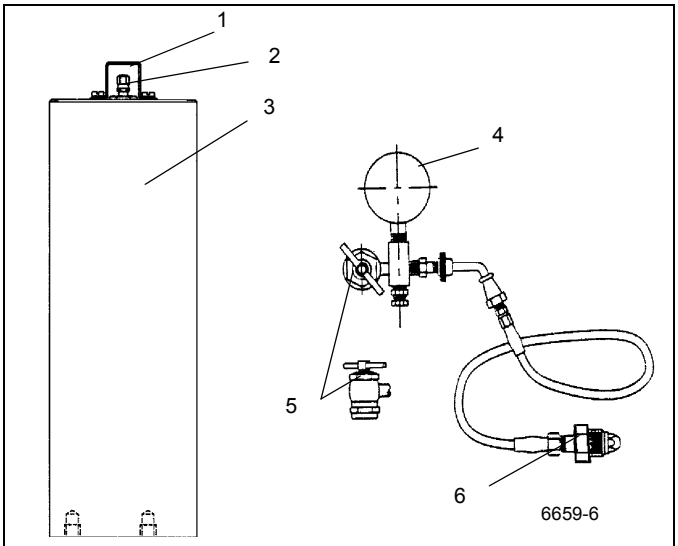

FIGURA 2-11
1. Com o motor desligado, descarte todo o óleo pressurizado armazenado nos acumuladores pressionando o pedal do freio de serviço no piso da cabine diversas vezes. Remova a proteção e a tampa da válvula de gás no acumulador Figura 2-11.
2. Antes de conectar o conjunto de carga de gás Figura 2-11 à válvula de gás do acumulador, recue a
6. Se a pressão for 900 psi +50/-0 (6,2 MPa +0,4/-0), remova o conjunto da válvula de carga girando a alavanca em "T" totalmente para fora no regulador de pressão para gases e abrindo a válvula de sangria Figura 2-11.
3. Antes de conectar o conjunto de carga Figura 2-11 à válvula de gás do acumulador, gire a alavanca em “T” do regulador de pressão para gases totalmente para fora (sentido anti-horário).
7. Se a pré-carga estiver acima de 900 psi +50/-0 (6,2 MPa +0,4/-0), feche a válvula do cilindro de nitrogênio e abra lentamente a válvula de sangria no conjunto de carga Figura 2-11 até que a pressão da pré-carga esteja correta.